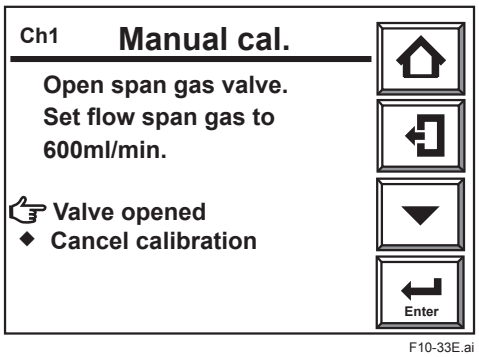

Figure. 10.33 Manual Calibration Display
(1) When the display shown in Figure 10.33 appears during calibration, open the span gas flow setting valve of the flow setting unit and adjust the flow rate to 600 ± 60 ml/min. Turn the valve slowly counterclockwise after loosening the lock nut if the valve has a lock nut. To check the flow rate, use the calibration flowmeter.